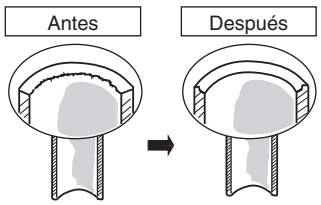

Fig. 5-1
(1) Corte el tubo de cobre a la longitud necesaria con un cortador de tubos. Se recomienda cortar aprox. de 30 a 50 cm más largo que la longitud del tubo estimada.
(2) Extraiga las rebabas del extremo del tubo de cobre con un escariador de tubos o una lima. Este proceso es importante y debe hacerse con cuidado para conseguir un buen abocardado. Cerciórese de impedir que entre cualquier contaminante (humedad, suciedad, virutas metálicas, etc.) en la tubería. (Figs. 5-1 y 5-2)